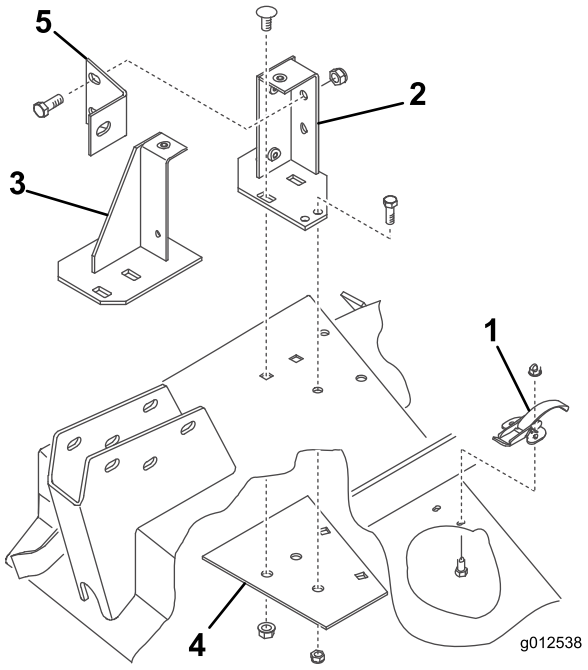

Figur 9
1. Ta bort fästelementen som håller fast fjäderlåset på det högra däckskyddet, till höger om klippdäcket (Figur 9). Avlägsna och spara låset för montering på det högra skyddet.
2. Placera blåsaren och monteringsfästena på däcket. Rikta in monteringshålen efter de hål som tidigare använts för montering av gräsriktaren. I Figur 9 har blåsaren lyfts av från fästena. Kontrollera att det inte finns något mellanrum mellan blåsaren och klippdäcket.
3. Placera den nya förstärkningsplattan under däcket och rikta in monteringshålen efter de hål som tidigare använts för montering av gräsriktaren (Figur 9).
4. Montera det främre och bakre fästet och förstärkningsplattan på däcket med två av de vagnskruvar som du tog bort tidigare (3/8-16 x 7/8 tum) och flänsmuttrar för varje fäste (Figur 9). Skruvhuvudena måste vara ovanför däcket.
7. Skruva fast fästena och förstärkningsplattan på däcket med skruvar (5/16-18 x 3/4 tum) och låsmuttrar (Figur 9). Skruvhuvudena måste vara ovanför däcket.
8. Montera blåsarfästet på det bakre monteringsfästet med två skruvar (3/8-16 x 1 tum) och låsmuttrar (Figur 9) och på svänghjulsarmen med en skruv (3/8-16 x 1 tum).